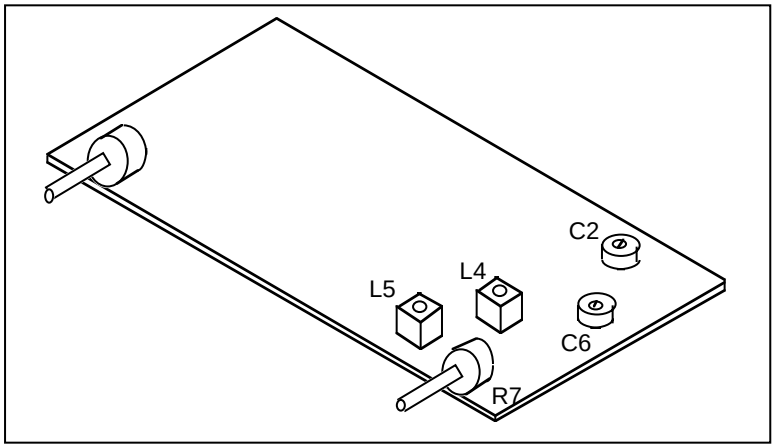

Figure 18. Locations of the variable capacitors and inductors
4. ❑ Set the TUNING control to the 10 o'clock position. *Carefully* adjust inductor L5 (Figure 18) with the white tuning stick until a loud low frequency tone is heard in the speaker (set volume control as desired). *Caution*: Do not screw down the inductor slugs too far, as the ferrite material could crack. By adjusting L5 to hear the tone, you are tuning the receiver to 20.00 MHz. The signal which you hear is generated in OSC1, a crystal controlled test oscillator built into the receiver. Once L5 has been set, DO NOT readjust it during the remainder of the alignment procedure. (When the receiver tunes 20.00 MHz with the knob set to the 10 o'clock position it will tune 20.1 MHz with the knob centered on the 12 o'clock position.)